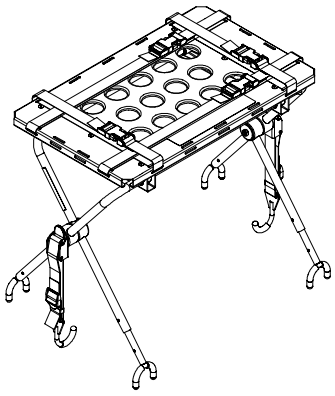

Abbildung 55
2. Die Beine der Defibrillatorplattform, wie in Abbildung 55 dargestellt, öffnen und ausbreiten.